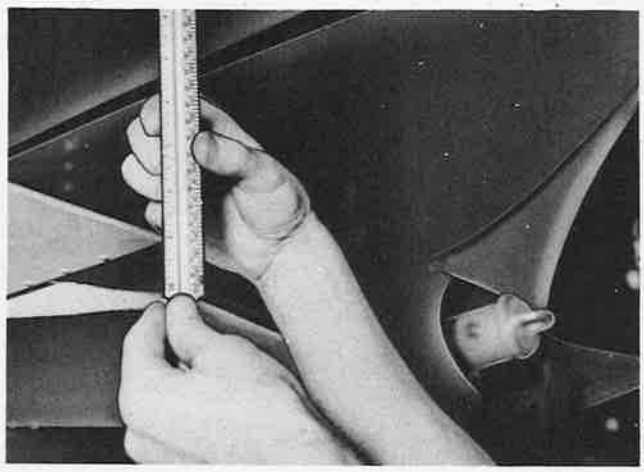

Figure 349–Elevator Tab Throw Measurement
3. Check the tabs for proper movement. (See figure 349.) Correct throw, UP or DOWN, is 1-⅝ inches ± ⅛ inch, or 12 degrees ± ½ degree.